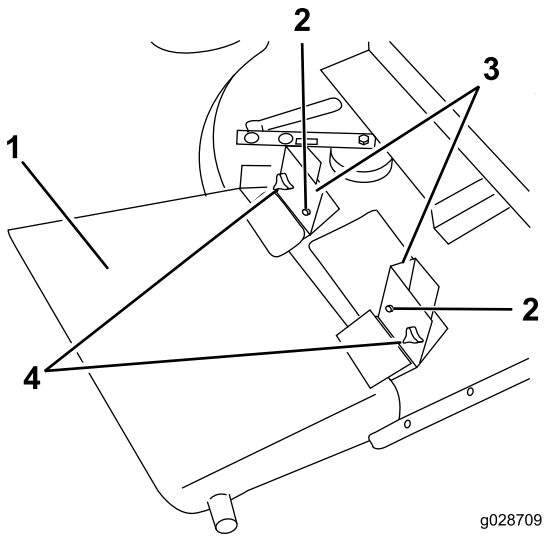

Figuur 20
2. Schuif de grasgeleider en de draaibeugels op de uitlijnbouten en bevestig op de montagebeugels met knoppen en ringen (Figuur 20).